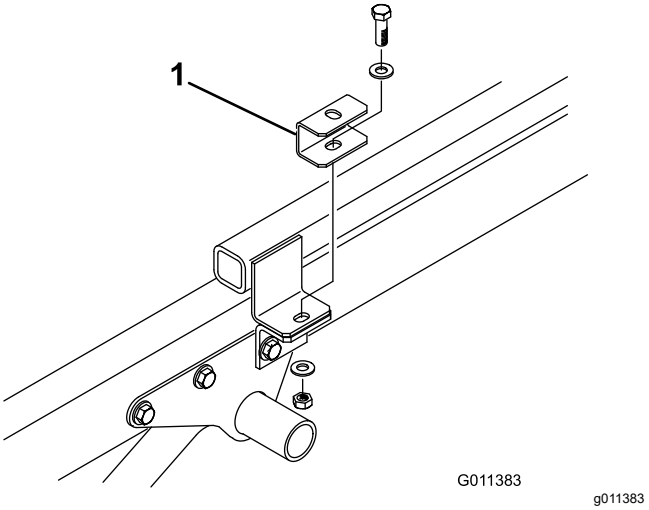

Figur 7
4. Fäst ett distansbricksfäste på varje dragkroksflik med den huvudskruv, de två planbrickor och den låsmutter som du tog bort tidigare (Figur 7).
6. Placera maskinen på Workman-fordonets ram och rikta in hålen på de bakre monteringsfästena med hålen i ramens sidor (Figur 7).